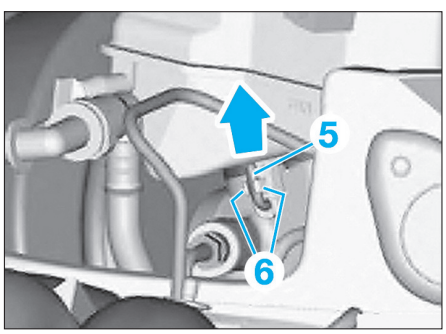

Fig. 27
• Dégager la goupille (5) des clips (6) et la retirer **(Fig.27)**.